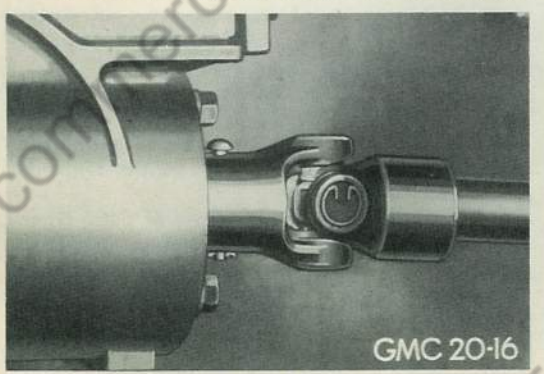
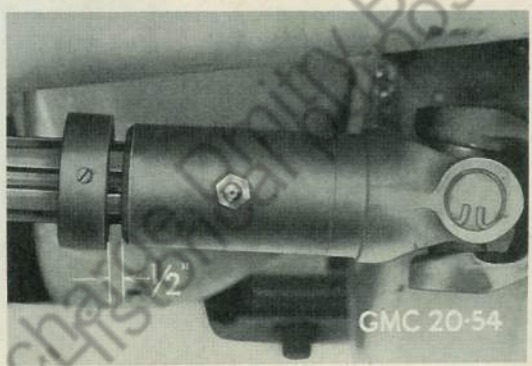

Fig. 7 Winch Shear Pin
Fig. 8 Winch Safety Collar
1. Disconnect winch propeller shaft but do not remove it. At forward end, merely remove shear pin as indicated in Fig. 7. At opposite end, safety collar, which is illustrated in Fig. 8, is held in position with a set screw—loosen this screw and slide lock ring away from slip joint. Now, both ends of shaft are free—entire propeller shaft should be shoved back toward power take-off until yoke on forward end clears winch worm shaft—front end of propeller shaft should be temporarily supported rather than allowed to hang down.
4. Now, at rear, or power take-off end of shaft, only one operation is necessary, but MUST be performed properly, and that is positioning the safety collar. This collar must be located correctly—proper measurement between edge of collar and slip joint is shown in Fig. 8. Measure carefully, then turn down set screw in collar.
Fixed joint is held in place on winch worm shaft by use of a shear pin as illustrated in Fig. 7. Slip joint is held in position on power take-off shaft with key and set-screw.
This propeller shaft incorporates two very valuable safety features, each having a definite relation to the other. Feature No. 1 is the shear pin at forward end of shaft as shown in Fig. 7. Feature No. 2 is safety collar at opposite end of shaft as shown in Fig. 8.
(a) To Replace Shear Pin—Loosen set-screw in safety collar at other end of shaft and slide collar on shaft toward front of truck (see Fig. 8)—this will allow entire propeller shaft to be shoved back far enough to permit front yoke to come free and clear of winch worm shaft after shear pin is removed.
(b) Use drift to drive out old shear pin from worm shaft. Obtain new shear pin from spare carried in package compartment of cab. Coat inner diameter of yoke and outer surface of end of worm shaft with chassis grease to prevent yoke seizing to worm shaft Install by pulling propeller shaft forward, lining up hole in yoke with hole in worm shaft. Insert new shear pin and secure in place, using new cotter pin (see Fig. 7).
(c) Position safety collar ahead of slip joint properly (see Fig. 8), and secure in position by turning down set-screw.
2. SAFETY COLLAR—Purpose of safety collar is to prevent propeller shaft from sliding back into slip joint and causing front end of shaft to drop down when and if, shear pin is sheared off. This safety collar is held in position with a set-screw—proper position is between collar and slip joint yoke as shown in Fig. 8.